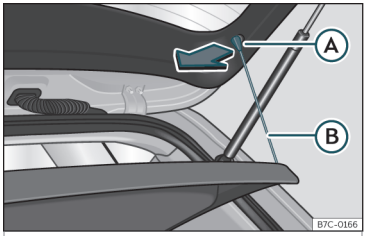

Fig. 104 En el maletero: desmontar y montar la bandeja.
- Desenganche los tirantes de sujeción ››› **fig. 104** Ⓑ de los alojamientos Ⓐ.
- Enganche los tirantes de sujeción ››› **fig. 104** Ⓑ en el portón trasero.